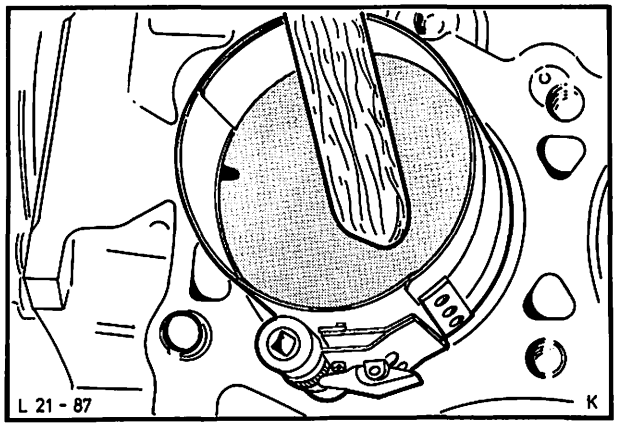

Abb. 176 Kolben und Pleuel einbauen
56. Kolbenringe mit handelsüblichem Werkzeug (Spannband) zusammenziehen. Kolben mit einem Hammerstiel in den Zylinder drücken, Abb. 176, dabei das Pleuel mit der Hand auf den Pleuelzapfen führen.